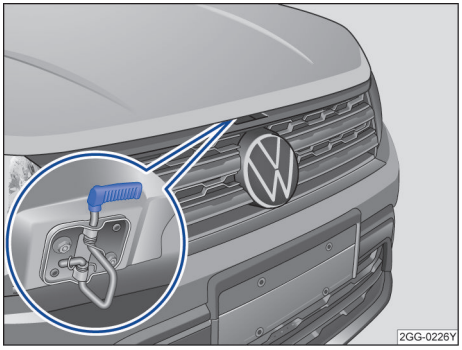

图 203 散热器格栅上方用于打开发动机舱盖的分离杆
– 沿箭头上提开启拉手 ，抬起发动机舱盖并将其打开→ 图 203→ ⚠